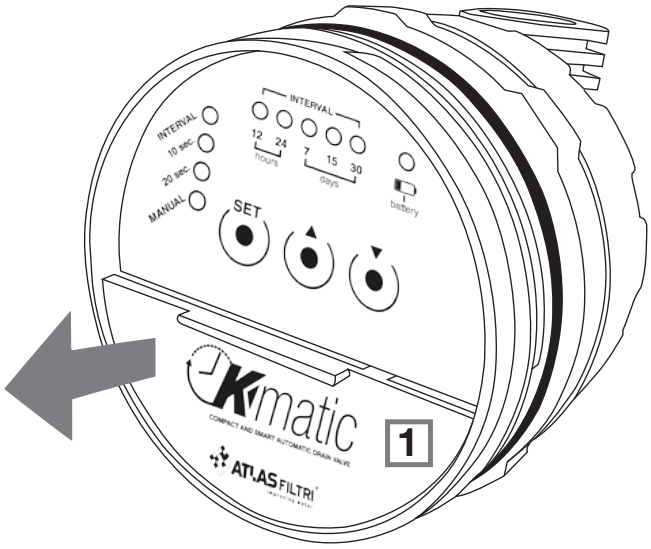

рисунок 1
- Откройте батарейный отсек (1), сняв крышку, расположенную в нижней половине передней части контроллера (рисунок 1)
- Відкрийте відсік для елементів живлення (1), знявши кришку, розташовану в нижній половині передньої панелі контролера (рисунок 1)